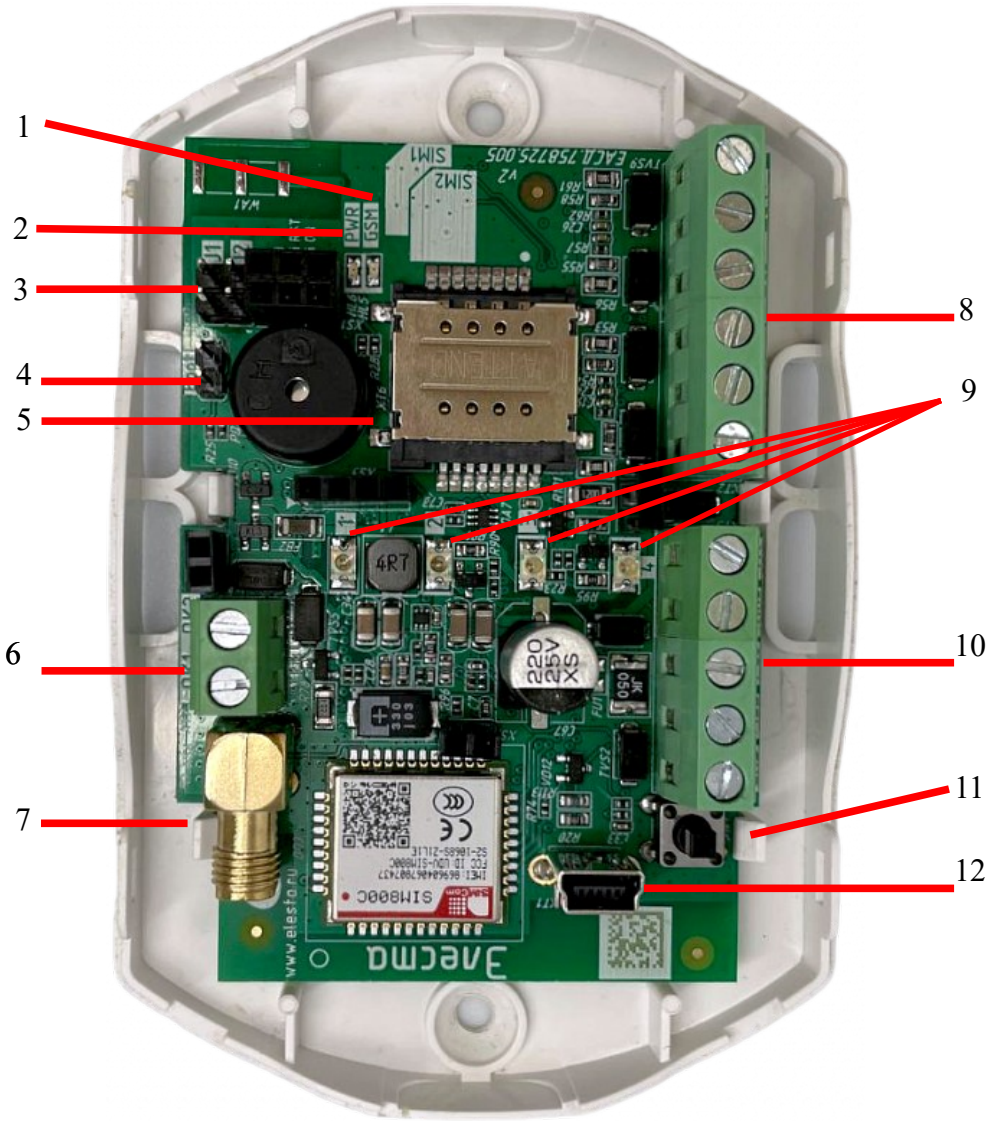

Рисунок 2.2 - Вид прибора с открытой крышкой. Плата версии 2.0 (Юпитер-2421)
2. Плата прибора Юпитер-2425 (подробнее см. Рисунок 2.2);